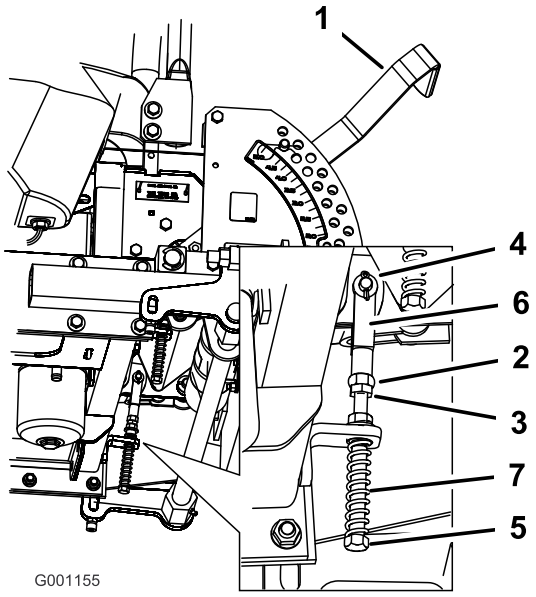

**Figuur 74**
8. Als de schakelhendel moet worden afgesteld, draait u de moer en de contramoer tegen de gaffel (Figuur 74).
juiste richting totdat de hendel in de vergrendelde neutraalstand is gecentreerd (Figuur 74).
10. Draai de moer en de contramoer vast (Figuur 74).